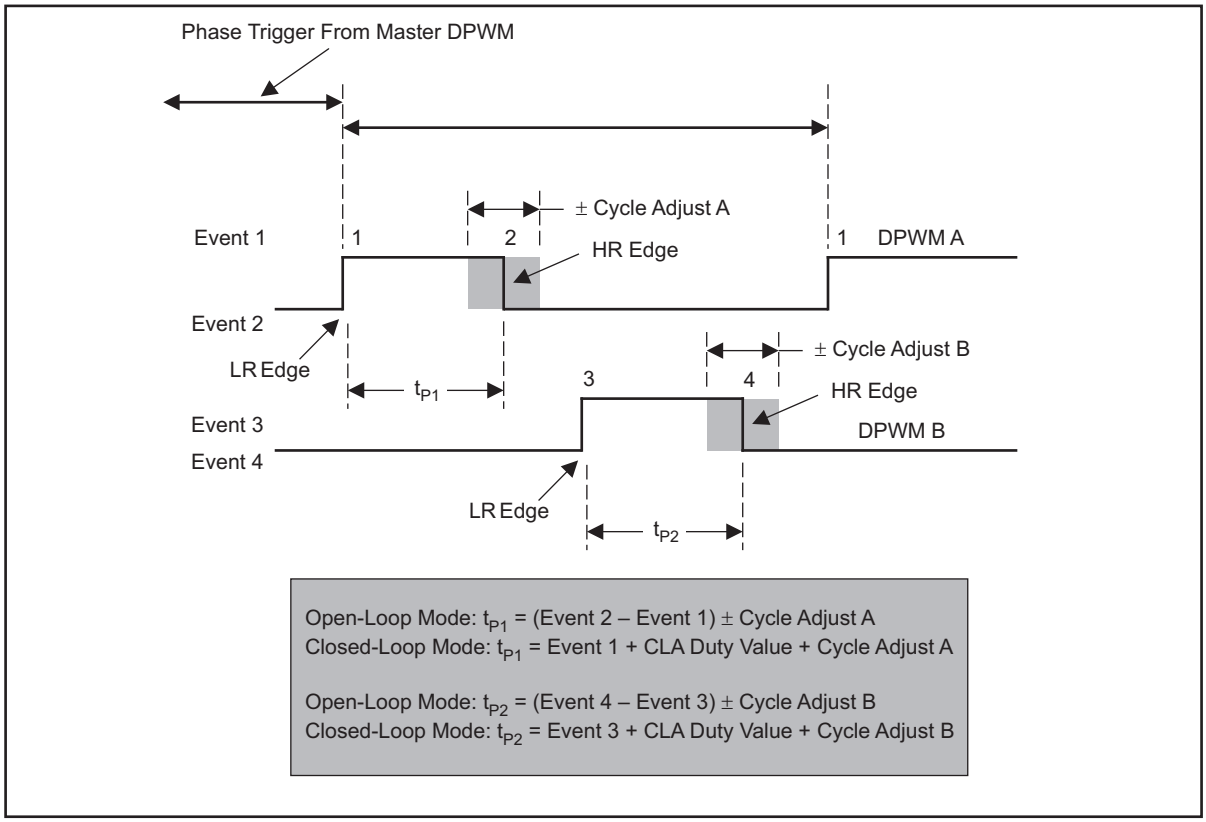

Figure 11. Multi-Output Mode – DPWM Timing Diagram
- While applying a –ve cycle adjust to DPWM B, the minimum on-pulse width (calculated value of tp2 in Figure 11) should be limited to 0. A –ve value for the DPWM B on-pulse width is not valid.